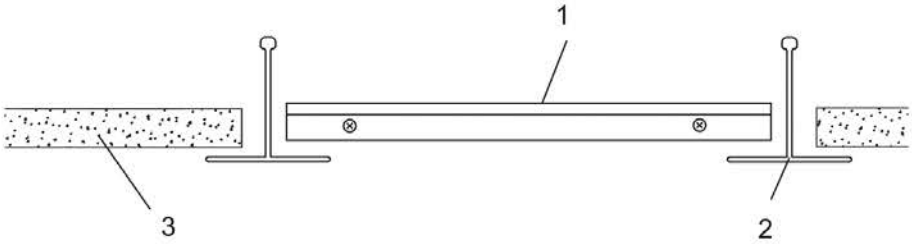

Рисунок 3
4.2.3 Встраиваемый монтаж производить в подвесные потолки типа «Armstrong» для светильника ДВО 1001, ДВО 1101, ДВО 1201, ДВО 1301 (см. рисунок 3). Светодиодную панель (1) установить на место потолочной плиты 600×600 мм (3) в межпотолочное пространство между направляющими (2) потолка «Armstrong», как показано на рисунке 3.